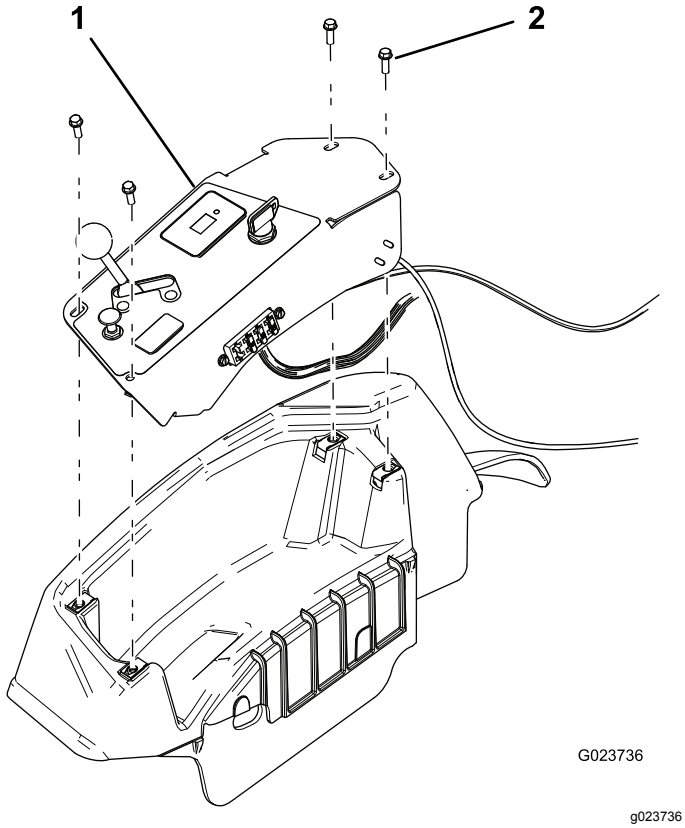

**Рисунок 32**
2. Снимите панель управления (Рисунок 32).